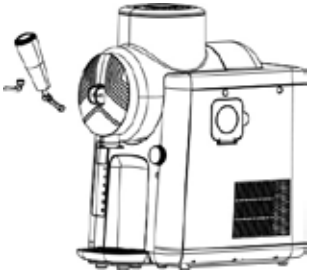

Afb. 4
12. Plaats nu de kraan in de opening en steek de borgpen in om de kraan vast te zetten (afb. 4): Hiervoor moeten de openingen van de uitloop en de hendel op de kraan op één lijn liggen; breng